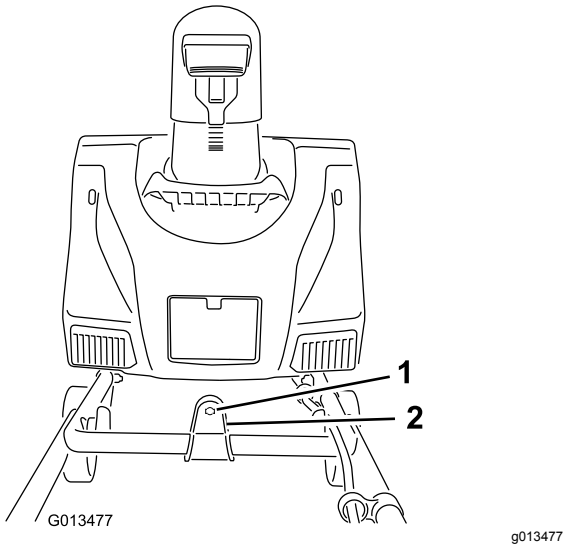

Figuur 4
2. Steek het uiteinde van de bedieningsstang van het uitwerpkanaal door het spiegat in de beugel die bovenaan de onderste handgreep is bevestigd (Figuur 4).